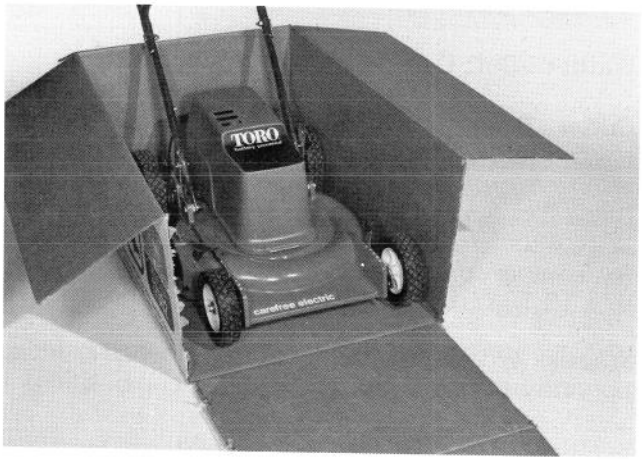

Figure 4
5. Carefully slit front of carton and push mower out (Fig. 4).